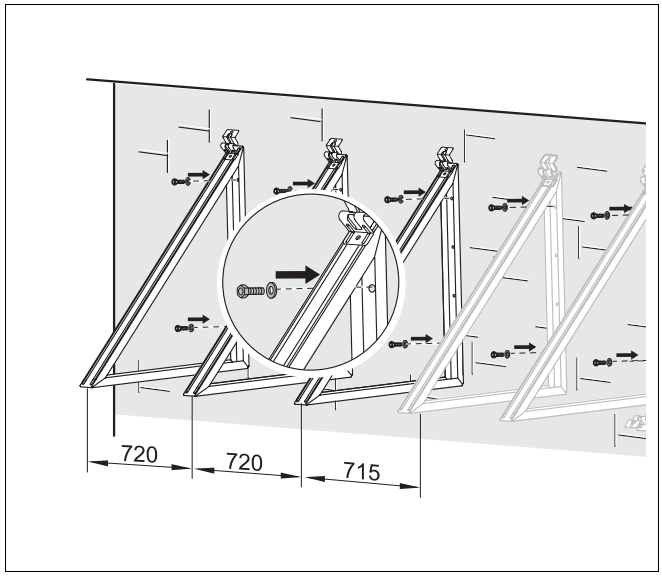

Afb. 47 Staander voor gevel 45° op een gevel monteren (maten in mm)
- Monteer de collectorsteunen (afb. 47) op een afstand van 720 mm naast elkaar aan de gevel (gebruik enkel de uiterste boringen). De schroeven, vulringen en pluggen moeten ter plaatse aangebracht worden.